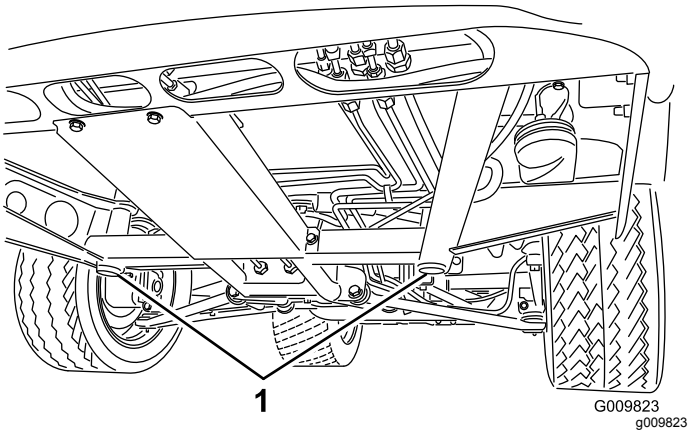
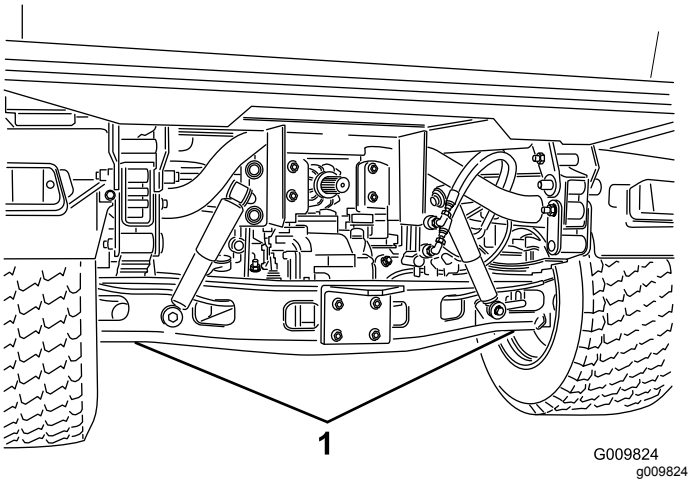

Rysunek 37
Rysunek 38
- Miejsce przyłożenia podnośnika z przodu pojazdu znajduje się pod przednim środkowym wspornikiem ramy (Rysunek 37), a z tyłu – pod osią (Rysunek 38).